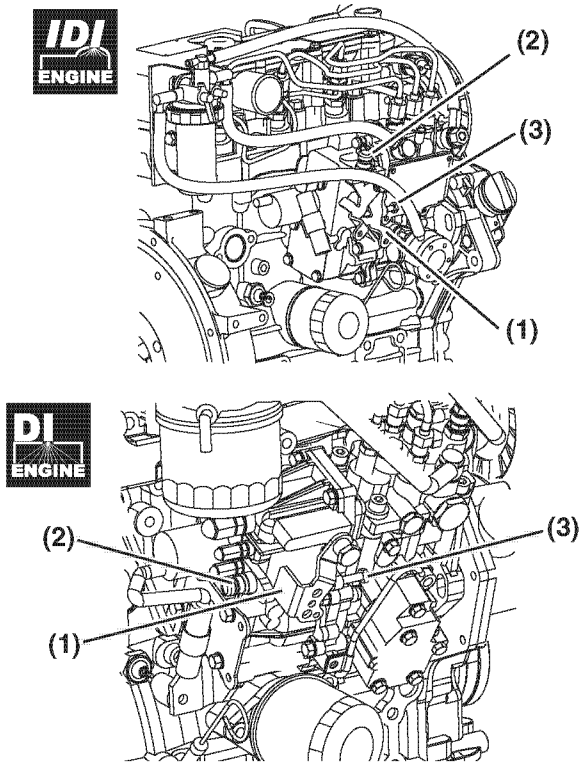

***Figure 12***
1. Check that the governor lever **(Figure 12, (1))** makes firm contact with the high idle stop **(Figure 12,** (2)) and the low idle speed limit screw **(Figure 12,** (3)) when the engine speed control is in the full speed or low idle speed positions.